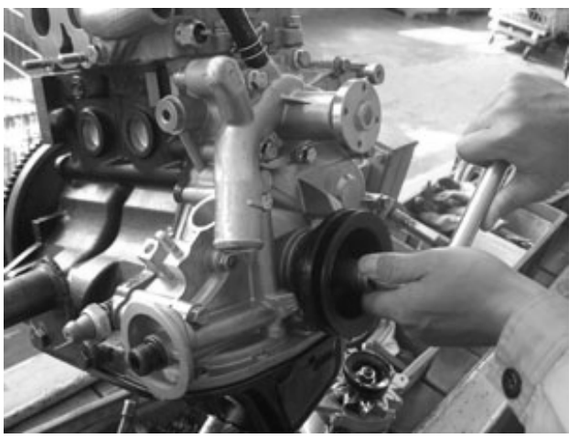
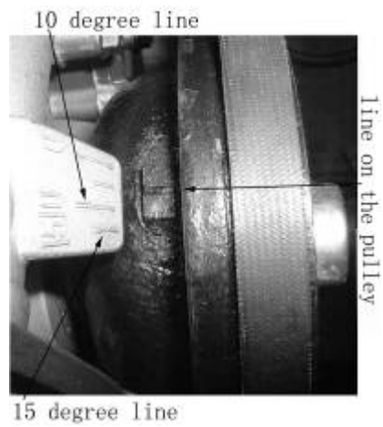
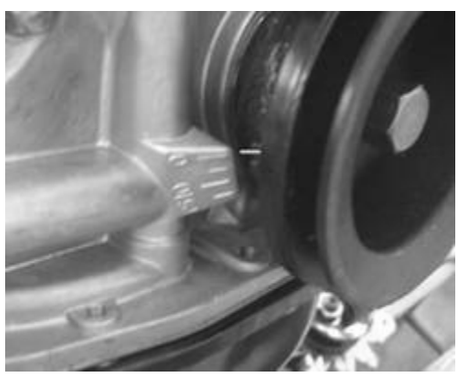

Figure 58
Figure 57
Figure 59
1) Turn around the crank shaft, align the line on the pulley of crankshaft straight to the 0 degree line on the cover of engine (**See** Figure 57**,**Figure 58**,**Figure 59)